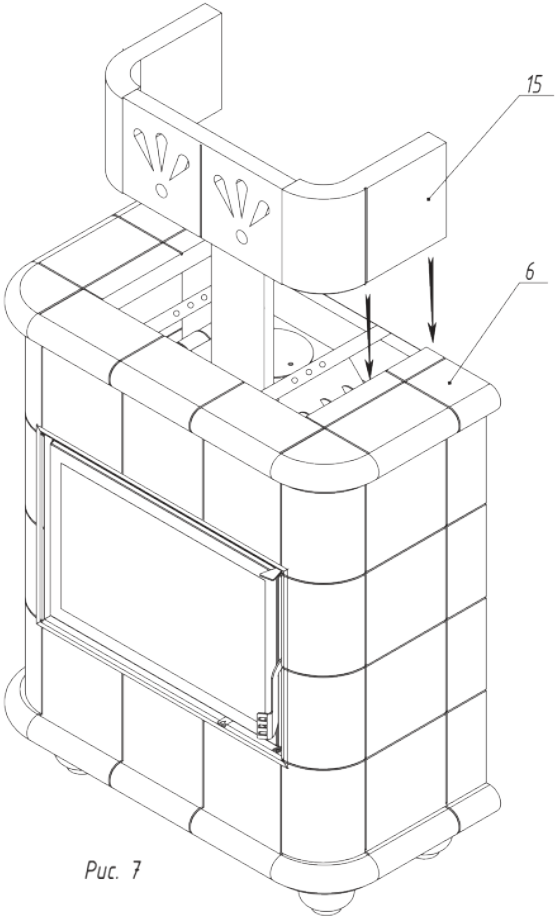

Рис. 7
9. Корона 15 устанавливается на верхнюю панель 6 (Рис. 7)